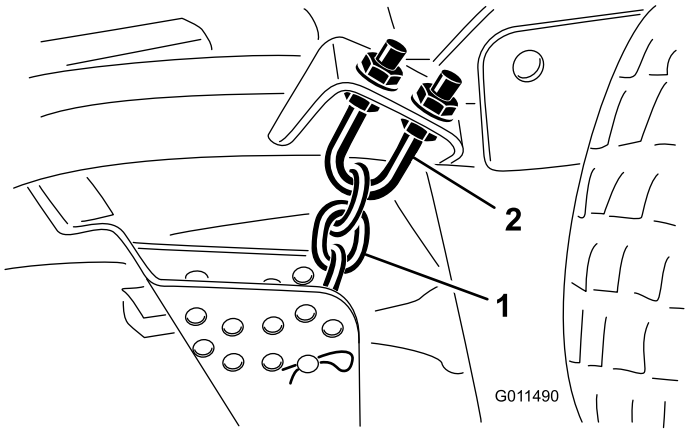

Figura 78
3. Retire o contrapino tipo grampo e pino de segurança que fixam as correntes da altura de corte à traseira da unidade de corte (Figura 78).